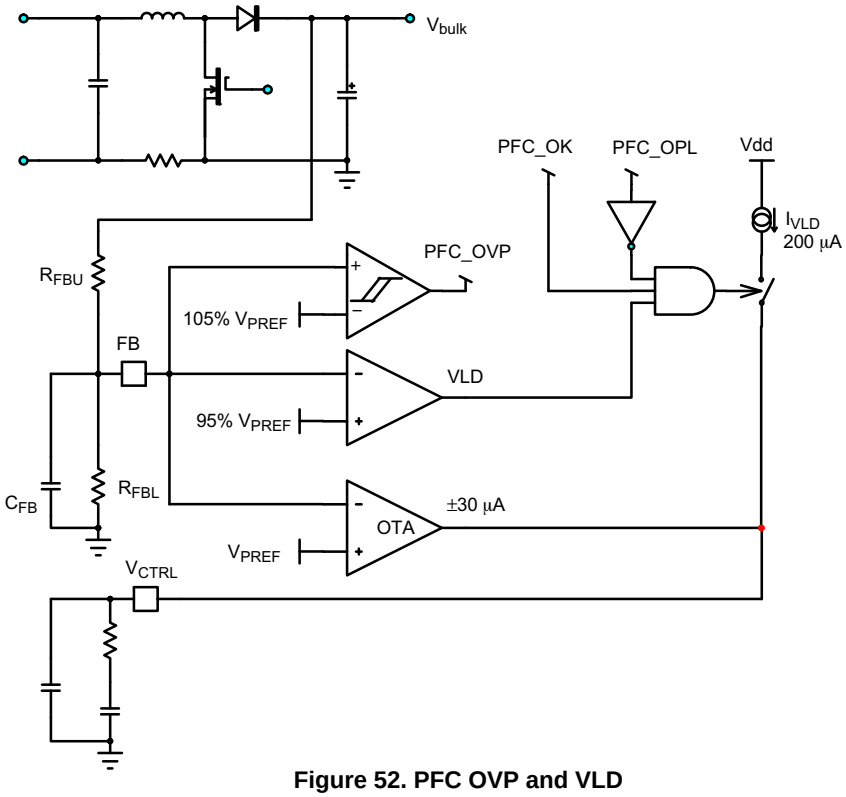
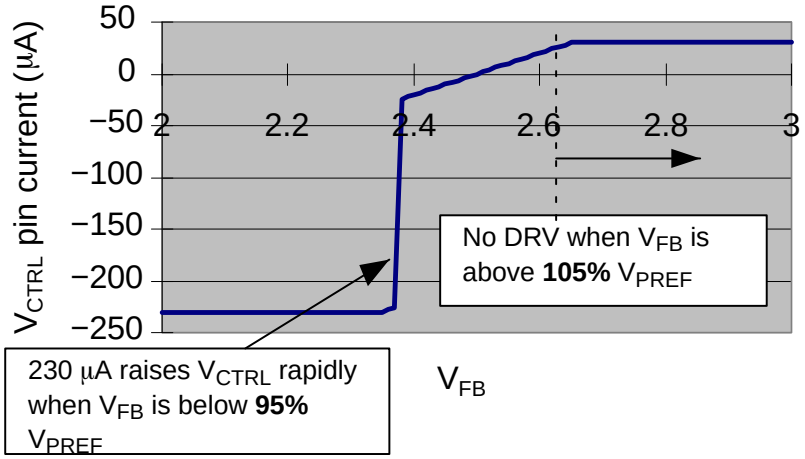

Figure 52. PFC OVP and VLD
Figure 53. V_{FB} vs. Current Flowing In/Out From V_{CTRL} Pin
Given the low bandwidth of the regulation block, the output voltage of PFC stages may exhibit excessive over or under-shoots because of abrupt load or input voltage variations (such as start-up duration). As shown in Figure 52, if the output voltage is out of regulation, NCP1910 has 2 functions to maintain the output voltage regulation.
- **Voltage-Low Detection (VLD)**: NCP1910 drastically speeds up the regulation loop by its internal 200 μA enhanced current source when the bulk voltage is below 95% of its regulation level. Under normal condition, the maximum sink and source of output current capability of OTA is around 30 μA. Due to the "V_{out} Low Detect" block (VLD), when the V_{FB} is below 95% V_{PREF}, an extra 200 μA current source (I_{VLD} in Figure 52) will raise V_{CTRL} rapidly. Hence prevent the PFC output from dropping too low and improve the transient response performance. The relationship between current flowing in/out V_{CTRL} pin and V_{FB} is as shown in Figure 53.
Refer to Figure 52 and 54. The device provides no PFC driver output when the V_{CTRL} is lower than $V_{CTRL(min)}$. V_{CTRL} is pulled low by: